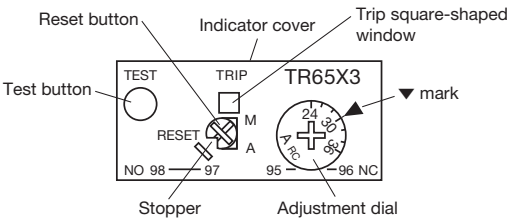

Fig. 3
(1) Setting the current [Fig. 3]
(2) Operating indicator [Fig. 3]
(3) Sequence check [Fig. 3]
(4) Reset method [Fig. 3]